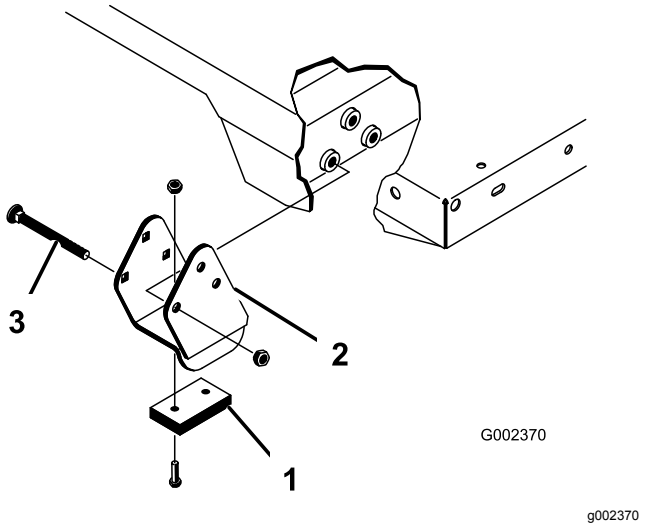

**Figuur 36**
**Opmerking:** Zorg ervoor dat de afstandsbeugels en de stootblokken (Figuur 36) zijn gemonteerd met de koppen van de slotbouten aan de binnenzijde van de machine.
2. Plaats de laadbak voorzichtig op het frame van de machine en lijn daarbij de openingen van de achterste draaiplaat van de laadbak uit met de openingen in de achterste framebalk en monteer 2 gaffelpennen en lynchpennen (Figuur 36).
4. Monteer de gaffelpen vanaf de buitenkant van de laadbak met de lynchpen naar buiten (Figuur 36).